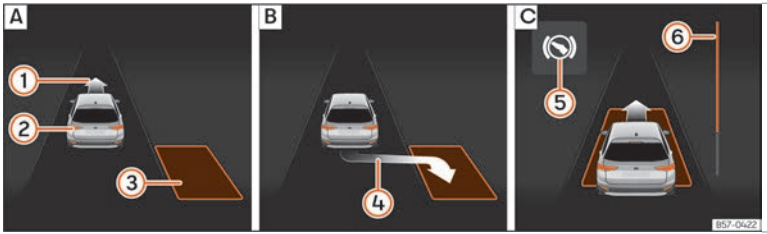
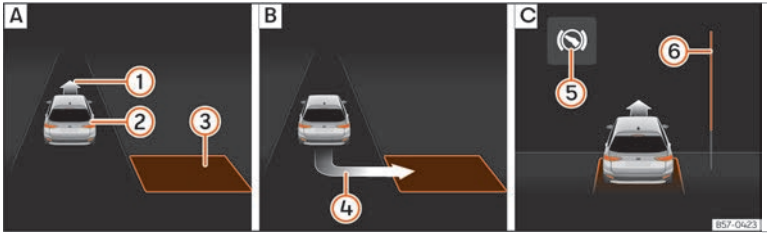

Fig. 204 Sur l'écran du combiné d'instruments : stationner en créneau. A Chercher une place de stationnement. B Position de stationnement. C Manœuvrer.
Fig. 205 Sur l'écran du combiné d'instruments : stationner en bataille. A Chercher une place de stationnement. B Position de stationnement. C Manœuvrer.
- Regardez sur l'affichage de l'écran du combiné d'instruments si la place « appropriée » a été détectée et si la position correcte pour stationner ››› fig. 204 B ou ››› fig. 205 B a été atteinte. La place sera considérée comme « appropriée » si l'indication de stationnement ④ apparaît à l'écran du combiné d'instruments.
- Reculez jusqu'à ce que retentisse le signal continu du ParkPilot ; **OU :** reculez jusqu'à ce que l'indication de passer en marche avant ››› fig. 204 C ou ››› fig. 205 C apparaisse à l'écran du combiné d'instruments ; **OU :** reculez jusqu'à ce que le message **Park Assist terminé** apparaisse à l'écran du combiné d'instruments. La barre de progression 6 indique la distance à parcourir ››› page 314.
- Reculez jusqu'à ce que retentisse le signal continu du ParkPilot ; **OU :** avancez jusqu'à ce que l'indication de passer en marche arrière apparaisse sur l'écran du combiné d'instruments. Le système de stationnement assisté dirige le véhicule en marche avant et en marche arrière jusqu'à ce qu'il soit centré sur la place ››› fig. 204 C ou ››› fig. 205 C.
La barre de progression ››› fig. 204 6 et ››› fig. 205 6 affiche symboliquement la distance relative qu'il reste à parcourir à l'écran du combiné d'instruments. Plus la distance est grande, plus la barre de progression est remplie. En circulant en marche avant, le contenu de la barre de progression diminue vers le haut, et en circulant en marche arrière, il diminue vers le bas.